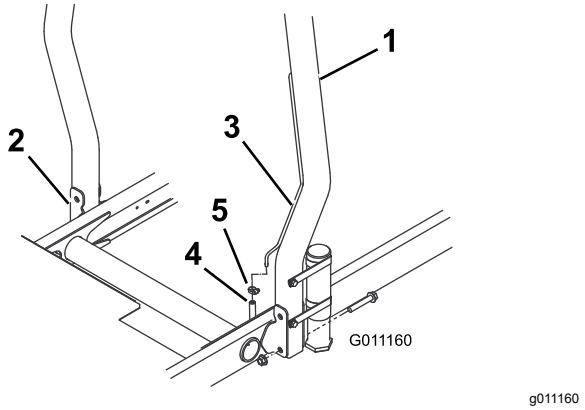

Figur 8
1. Sänk ned störtbågen till traktorenhetens monteringsfästen och passa in monteringshålen. Kontrollera att luftningsröret på störtbågen sitter på maskinens vänstra sida (Figur 8).
2. Fäst vardera sidan av störtbågen på monteringsfästena med två flänsskruvar och två låsmuttrar (Figur 8). Dra åt fästelementen till 81 N·m.